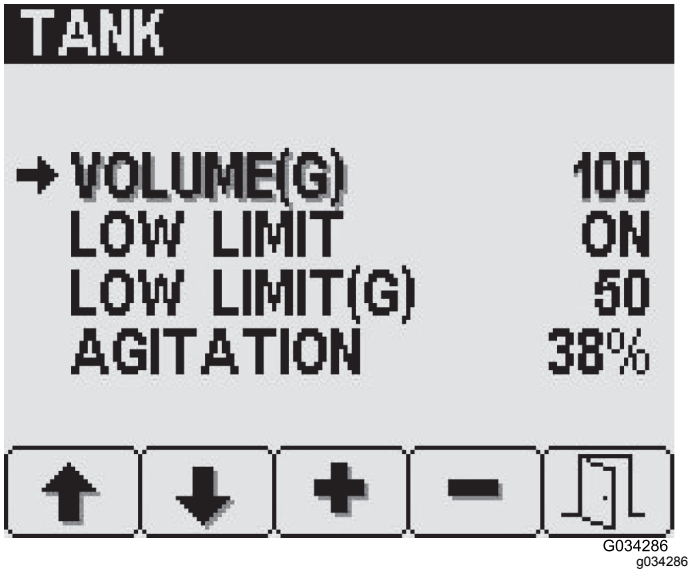

図 20
2. ボタン 2 を何度か押して設定したい項目を表示させる図 20。
3. ボタン3 と 4 を使って希望する値にセットする図 20。